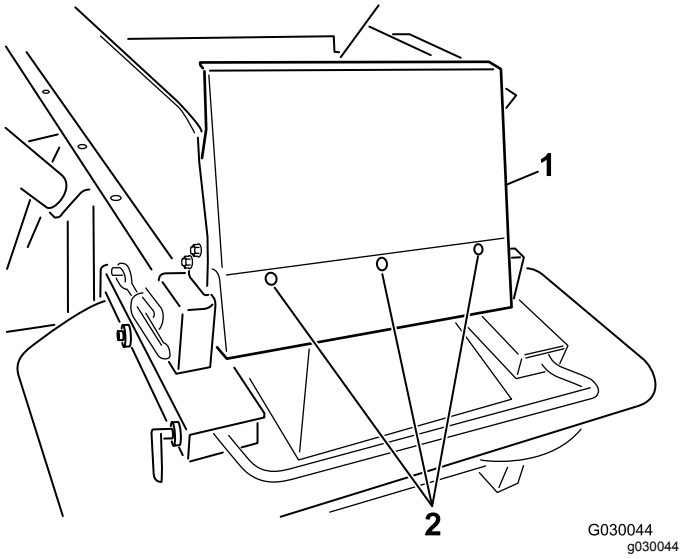

**Figur 7**
6. Monter tragtbeholderens afskærmning ved hjælp af de medfølgende rundhovede bolte (¼" x ⅝") og nylon-låsemøtrikker (Figur 7).